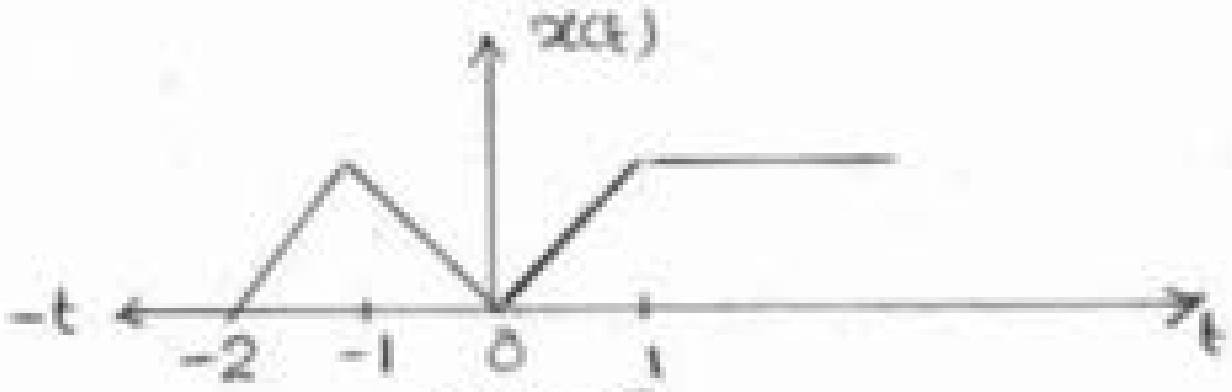

FIG 2(a)
2 a) In the network of figure 2(a), 'k' is changed from position a to b at t=0. Solve for i, $\frac{di}{dt}$, $\frac{di^2}{dt^2}$ at t=0+ if R=1000Ω, L=1H, C=0.1μF and V=100 Volt. 10 Marks
b) The network shown in the accompanying figure 2(b) is in steady state with the switch k is closed. At t=0, the switch is opened. Determine the voltage across the switch, v_k, $\frac{dvk}{dt}$ at t=0+ 10 Marks
FIG 2 ⓐ
FIG 2 ⓑ
2 a) Determine and sketch the even and odd part of the signal shown in figure 2(a) [CO1] 08 Marks